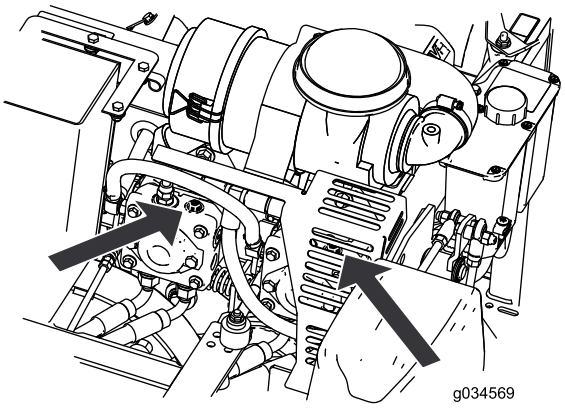

Figuur 28
4. Draai beide vrijgaveventielen 1 slag linksom om het aandrijfsysteem vrij te zetten (Figuur 28). Hierdoor kan de hydraulische vloeistof langs de pomp worden geleid zodat de wielen kunnen draaien.